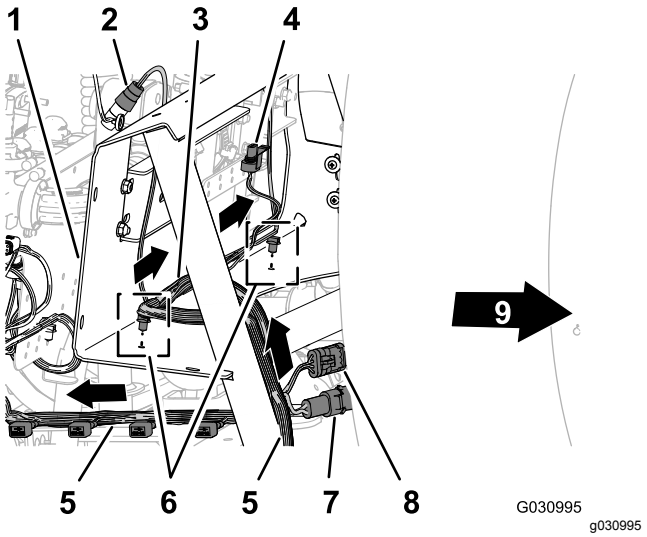

Figur 125
1. Dra kablagedelen på 203 cm inuti stödet för ventilfästet och bakåt mot fästet för de tio ventilerna enligt Figur 125.
2. Dra kablagedelen på 81 cm för flödesmätaren och omrörningsventilen över grenrörsfästets framsida (Figur 125).
3. För in granförankringarna på kablagedelen på 81 cm i hålen i den nedre flänsen på grenrörsfästet (Figur 125).